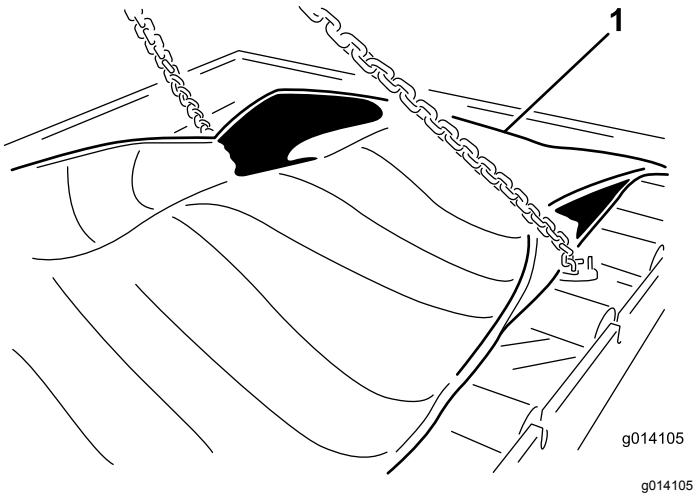

Figur 60
23. Afmonter de 24 bolte for at udløse indsatsen (Figur 60).